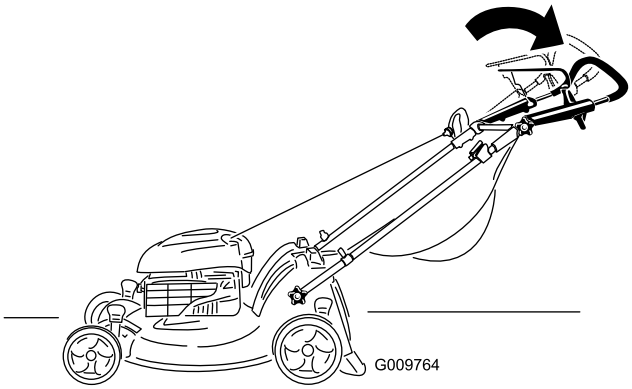

Figuur 13
2. Zet de bovenste handgreep in de gewenste stand (Figuur 13).